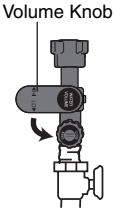

Figure 1
f) When the word "MAX" appear at the Power Display a higher temperature is required, reduce the water flow by turning the Water Volume Knob anticlockwise until "MAX" disappear (refer to Figure 1).